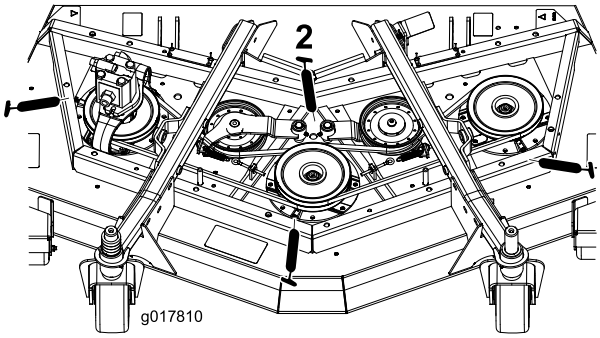

Figuur 40
- Lagers van as (3) (onder de poelie) (Figuur 40)
- Lagerbussen van draaipunt van arm van spanpoelie (2) (Figuur 40)